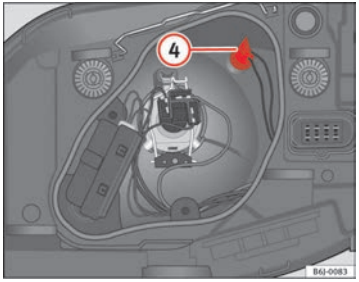

Fig. 142 Side lights
– Remove the bulb holder (4) ⇒ fig. 142 outwards.